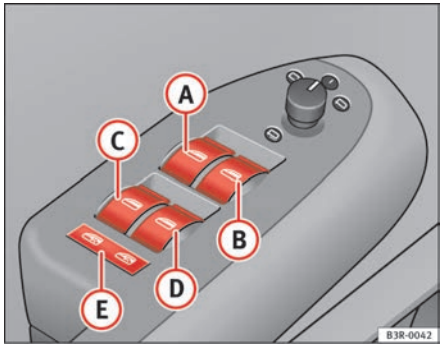

Fig. 78 Detail of the driver's door: Control switches
(A) Switch ⇒ fig. 78 for the driver's door window
The safety switch ⇒ page 106, fig. 78 (E) can deactivate the rear door switches. The windows can only be operated from the rear when the safety switch is pressed in.